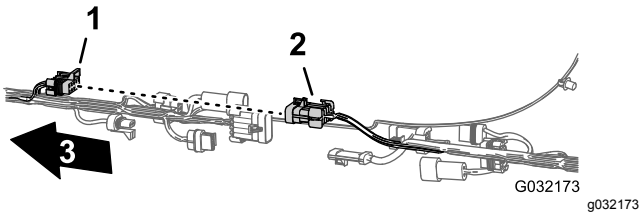
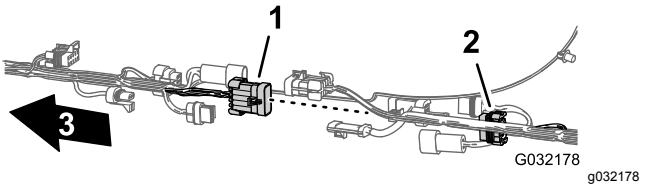

Figur 29
Figur 34
2. Koppla bort de sex paren med kontakter mellan de främre och bakre kablagen enligt figur Figur 29 till Figur 34.